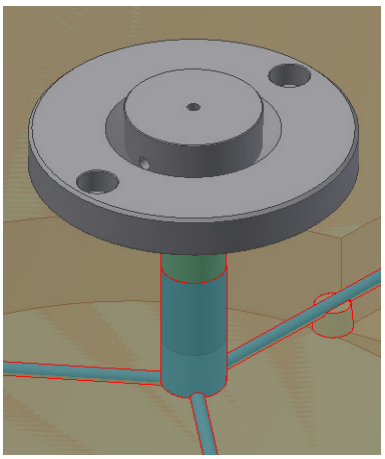

Figure 19-90 *The locating ring created*
4. Choose the **OK** button from the dialog box; the locating ring is created, refer to Figure 19-90.